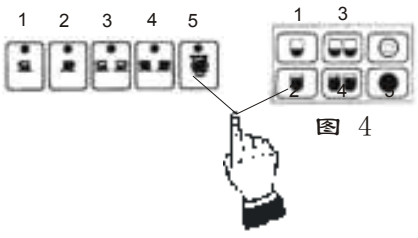

图 4
7. 使用按钮或杆控件（如果机器是机械的）操作头部。（参见图 1、图 2、图 3、图 4）（第 12 页）。
自动电动模型（图 4）